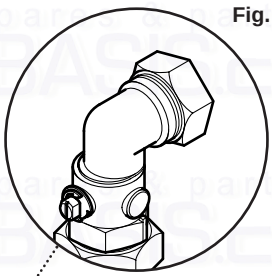

Fig. 9
2. The connection to the appliance is a 22mm copper tail. This is connected to the gas service cock (Fig. 9).